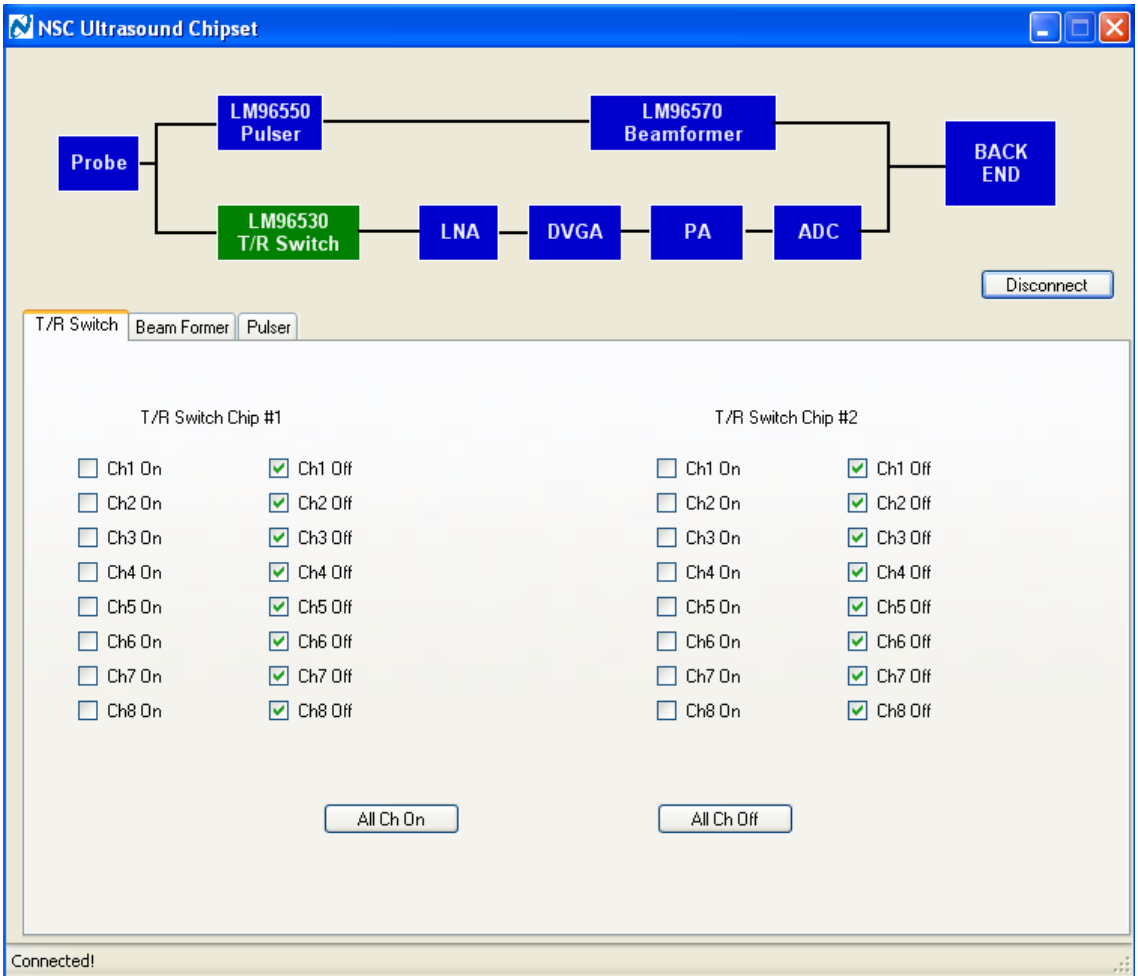

Figure 24: TI Ultrasound Tools GUI –T/R Switch Controls
- To turn ON or turn OFF individual channels, check on the appropriate boxes shown in **Figure 24.**
- To turn ON or turn OFF ALL channels, check on the appropriate boxes shown in **Figure 24**.